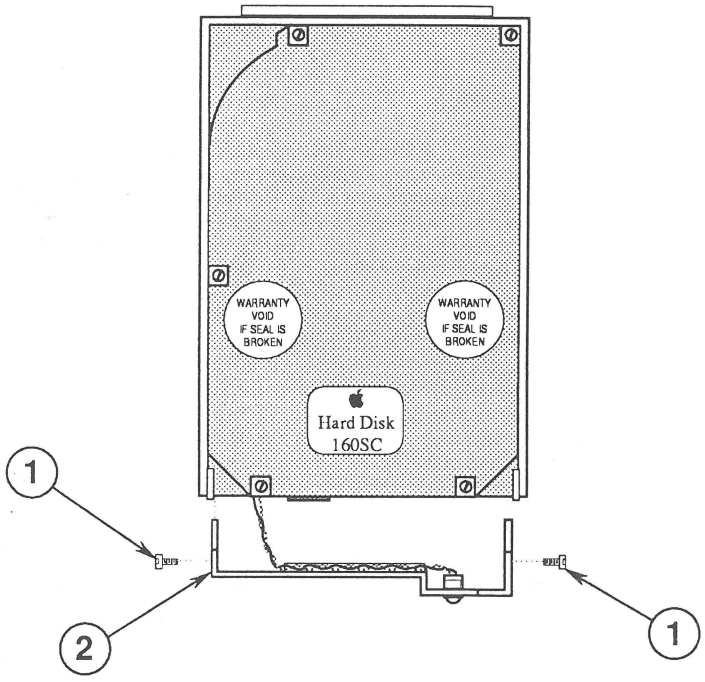

FIGURE 12
3. **If you are repairing a Hard Disk 160SC,** remove four screws (Figure 12, #1) and pull the end bracket with LED cable (Figure 12, #2) off the hard disk assembly. Use the small torx screwdriver.